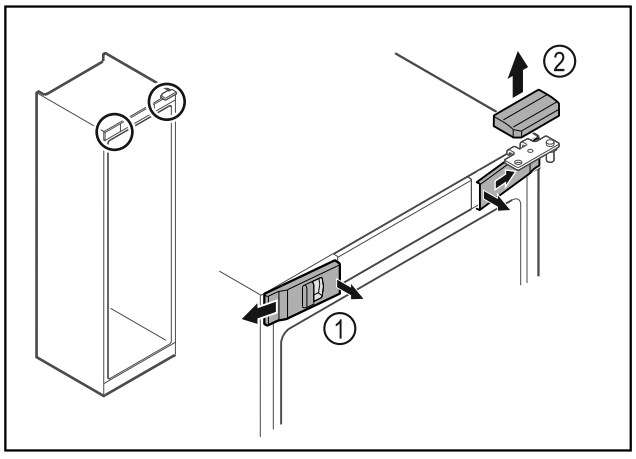

*Fig. 6*
▶ Deblocați apărătorile frontale din interior *Fig. 6 (1)* și detașați-le în lateral.
▶ Scoateți în sus *Fig. 6 (2)* apărătoarea.